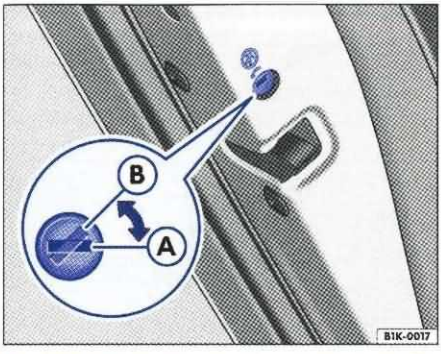
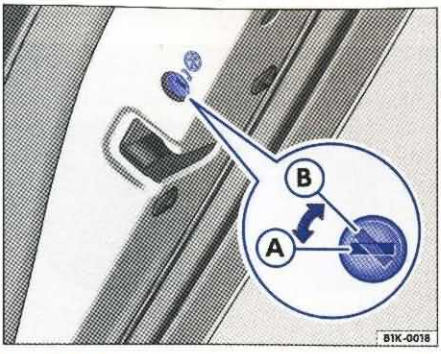

Rys. 29 Blokada otwarcia w lewych drzwiach: Ⓐ wyłączona, Ⓑ włączona
Rys. 30 Blokada otwarcia w prawych drzwiach: Ⓐ wyłączona, Ⓑ włączona
– Szczelinę zamka, po otwarciu drzwi obrócić kluczykiem w położenie ⇒ rys. 29 Ⓑ lub ⇒ rys. 30 Ⓑ.
– Szczelinę zamka, po otwarciu drzwi obrócić kluczykiem w położenie ⇒ rys. 29 Ⓐ lub ⇒ rys. 30 Ⓐ.